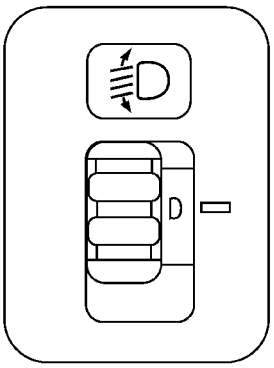

Fig. 20 Conmutador de nivelación de faros
(1) Retire la cubierta superior y el conjunto del marco del grupo de instrumentos.
(2) Desprenda el marco del conmutador de nivelación de faros del tablero de instrumentos (Fig. 20).
(3) Tire del conmutador y marco hacia atrás desde la abertura y desconecte el conector del cable.